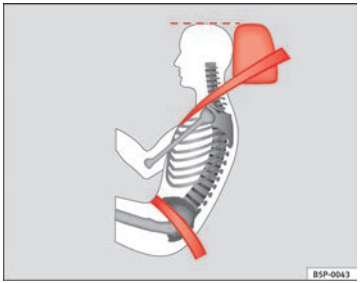

Fig. 13 Correct seat belt and head restraint positions, viewed from side
- **The lap part of the seat belt must lie across the pelvis, never across the stomach. The seat belt must lie flat and snugly on the pelvis ⇒ fig. 13. Pull the belt tight if necessary to take up any slack.**